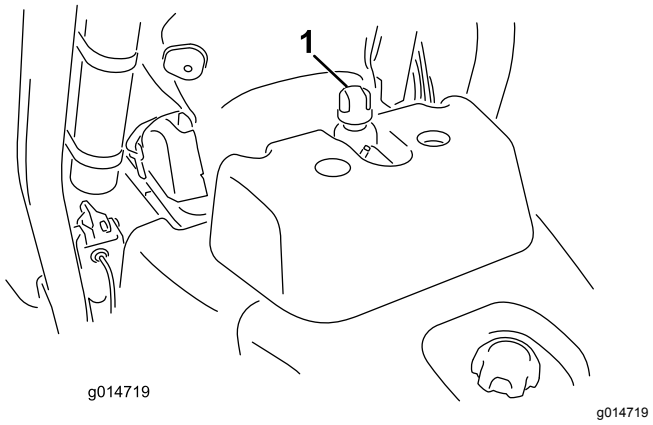

Figur 32
2. Ta lokket av tanken (Figur 32).